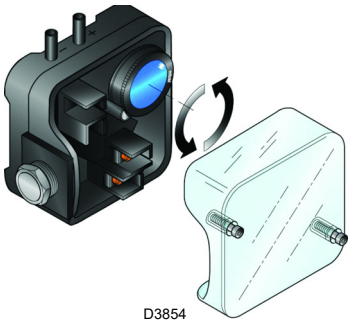

Fig. 35
- ➤ Adjust the air pressure switch (Fig. 35) to the start of the scale.
– adjust the air pressure switch (Fig. 35), on the burner's air box, to the start of the scale.
Adjust the air pressure switch after performing all other burner adjustments with the air pressure switch set to the start of the scale (Fig. 35).